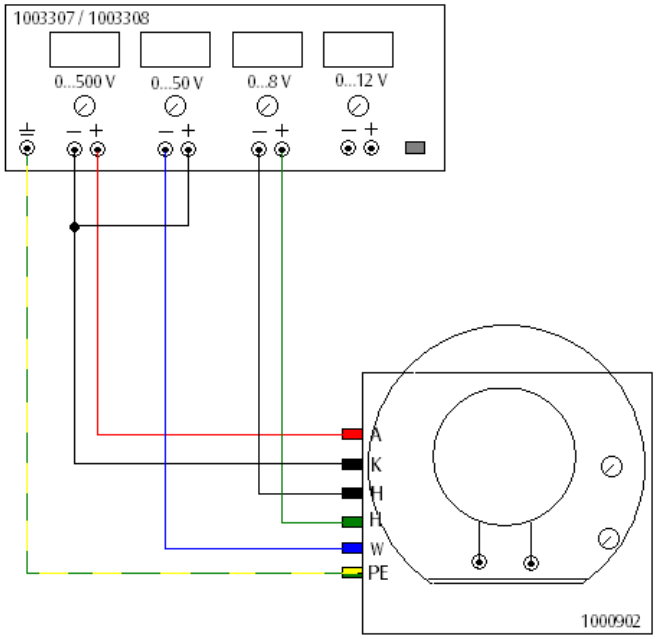

Fig. 3: Anschluss des Lehroszilloskops an das Netzgerät.
- Eingänge des Lehroszilloskops mit den Ausgängen des Netzgeräts gemäß Fig. 3 mit den angegebenen Spannungen verbinden.